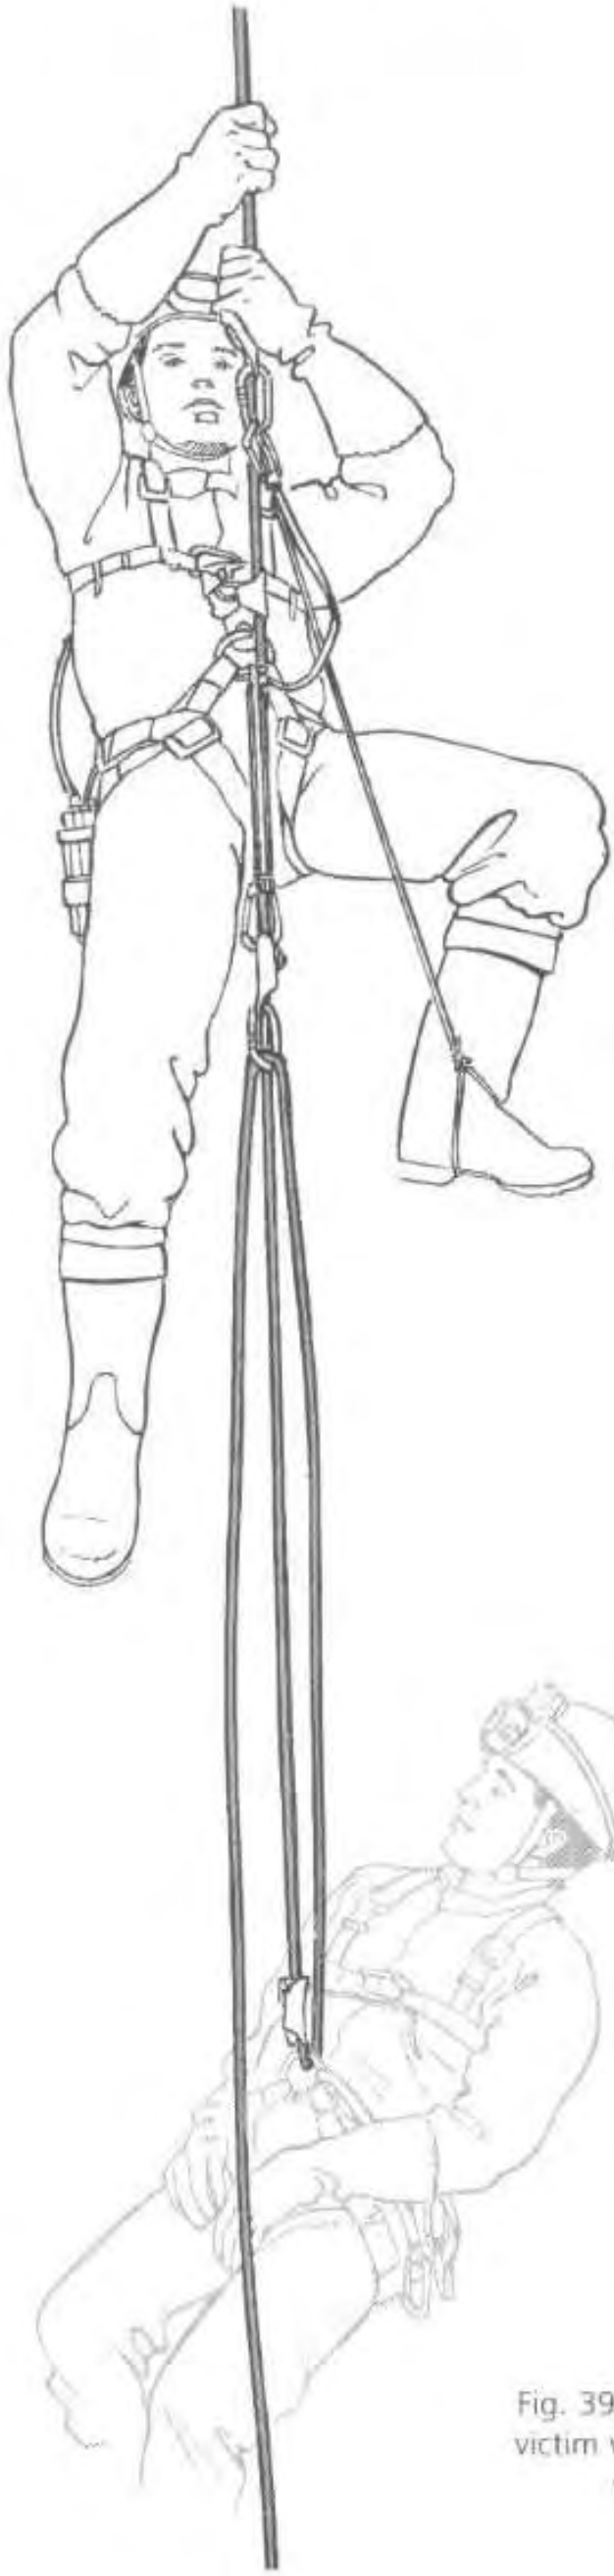

Fig. 392 – Raising the victim with a counterweight, step 6.
6. At this point, I should change over to the main rope: the victim's weight then shifts to his Croll. I raise the victim's ascender anchor up the rope as high as possible (fig. 392).